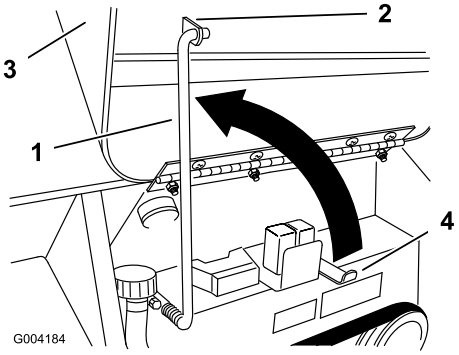

Figur 23
4. Fäll upp stöttan och sätt fast den i fästet på motorhuven (Figur 23).